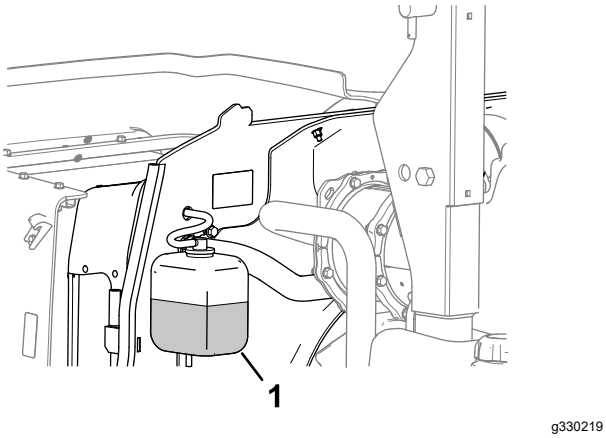

Figuur 68
1. Controleer het koelvloeistofpeil in de expansietank (Figuur 68).